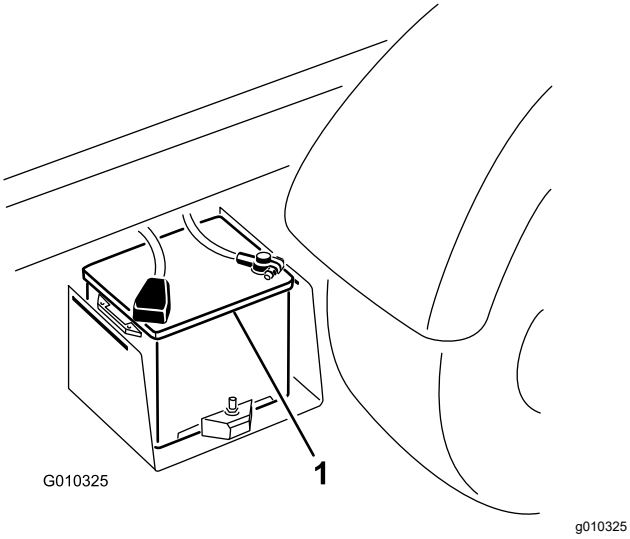

**図 43**
2. 2 台のバッテリーのプラス 端子同士をブースタケーブルでつなぐ図 43。